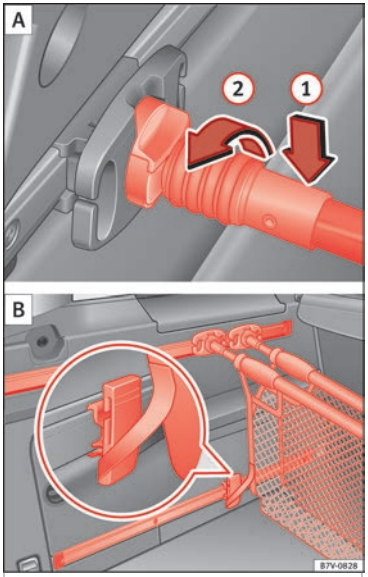

Afb. 170 Haak het bagagenet A in en gebruik het net als tas B.
Plaats vanaf de bovenkant de bevestigingssteun in de steun voor het bagagenet ››› **afb. 170** (1) en draai de steun 90º naar links (2). De rode markering op de bevestigingssteun mag niet zichtbaar zijn ››› ⚠.
- Maak de bevestigingsband van het bagagenet aan de onderkant in een van de verplaatsbare bevestigingselementen ››› afb. 170 **B** vast.